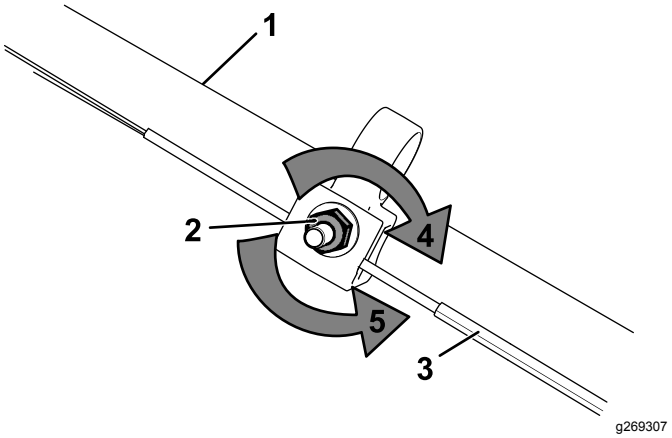

Rysunek 34
1. Obróć nakrętkę regulacyjną w lewo, aby poluzować mocowanie linki (Rysunek 34).
2. Wyreguluj naprężenie linki (Rysunek 34) pociągając ją do tyłu lub popychając do przodu i przytrzymując w tym położeniu.